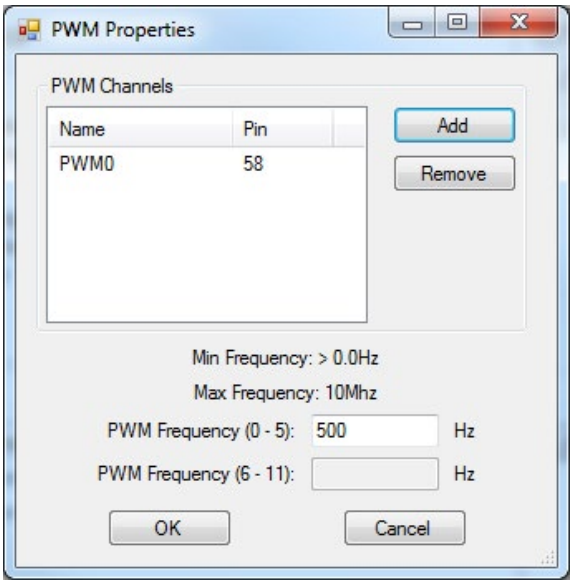
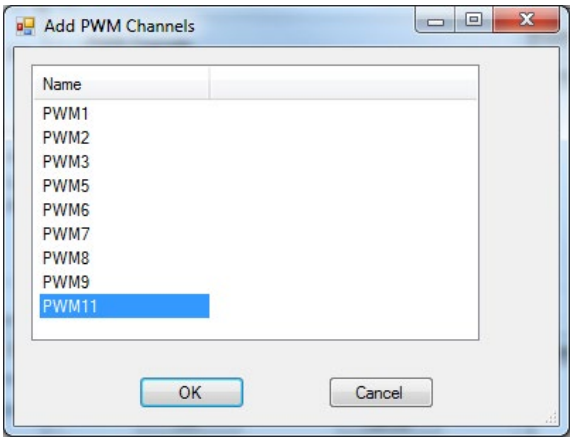

Figure 2-9 - PWM Properties
Figure 2-10 - Add PWM Channels
4. The PWM Properties window will open. Refer to Figure 2-9. The channels listed were previously configured. To add additional channels, click the **ADD** button. The Add PWM Dialog will open. Refer to Figure 2-10.
6. Enter the base PWM frequency for the channel groups as needed (channels 0-5 use one frequency while channels 6-11 use another frequency setting. PWM channels in each group are based on the frequency for each group. The frequencies may be the same, but the frequency must be entered in both boxes. Refer to Figure 2-9.